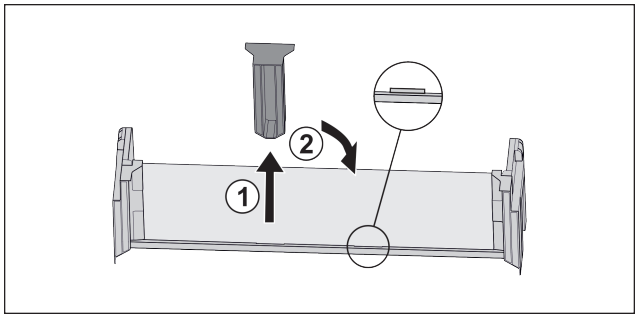

*Fig. 83 **
▶ Mittleres Halteteil abziehen *Fig. 83 (1).**
▶ Mittleres Halteteil auf zweiter Position einsetzen *Fig. 83 (2).**